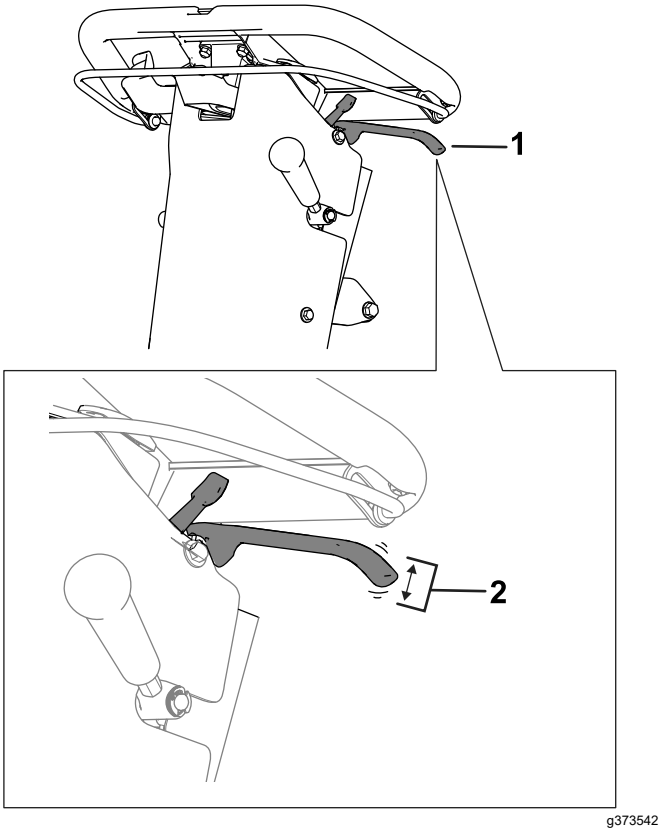

Rysunek 32
2. Zmierz luz na końcu dźwigni hamulca postojowego (Rysunek 32).